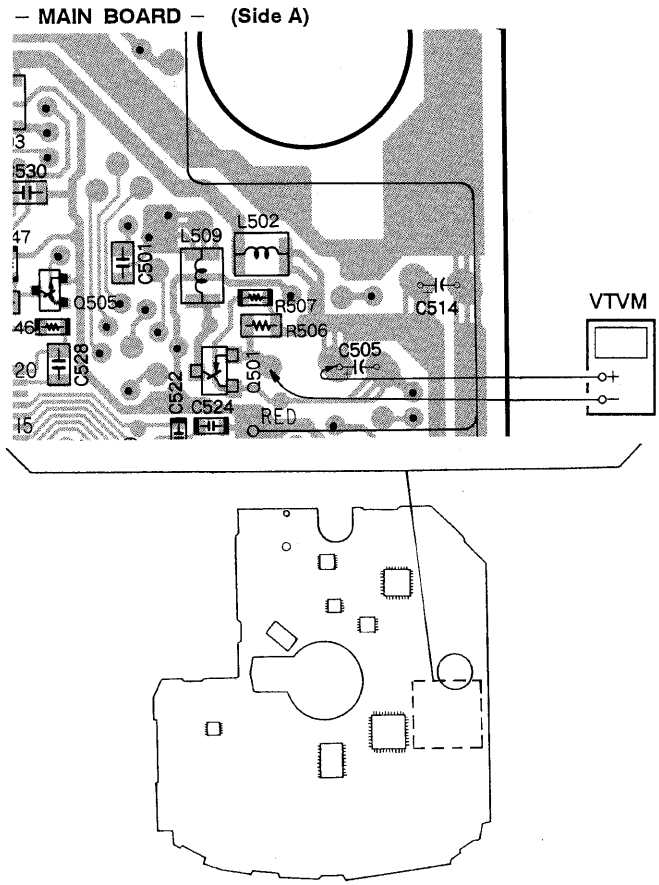

Fig. 2 VTVM connecting location
3. Connect a VTVM as shown in Fig. 2.